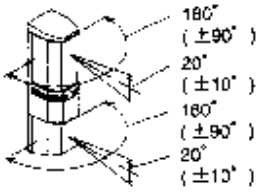

Figura 7 - Installare la barriera in modo da consentire l'allineamento dei moduli ottici entro il loro range di regolazione
- Selezionare la posizione dove installare la barriera in modo che i moduli ottici del trasmettitore e del ricevitore possano essere regolati orizzontalmente entro ± 90° e verticalmente entro ± 10° (Figura 7).